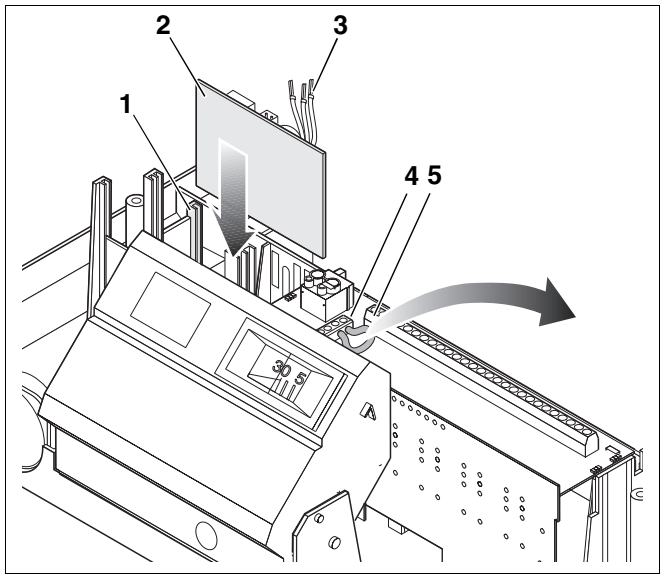

*Abb. 2 Temperaturdifferenzreglermodul montieren*
- Temperaturdifferenzreglermodul in Führungsschiene (Abb. 2, **Pos. 1**) einsetzen und hinunterdrücken bis Steckkontakt einrastet (Steckerleiste arretiert selbstständig).
- Drahtbrücke (Abb. 2, **Pos. 5**) entfernen.
- 3 Anschlusskabel (Abb. 2, **Pos. 3**) des Temperaturdifferenzreglermoduls an der Klemmleiste des Regelgerätes (Abb. 2, **Pos. 4**) nach Schaltplan gem. Unterlagen des Regelgerätes anschließen.